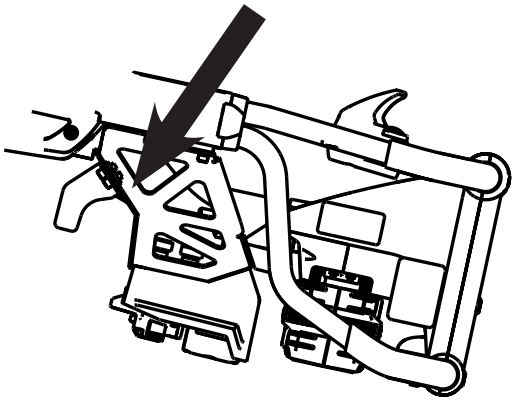

Figura 58
- Para as macas compatíveis com Power-LOAD, deve aumentar o comprimento e prender as tiras ao dispositivo de fixação do lado dos pés, conforme indicado na Figura 58.